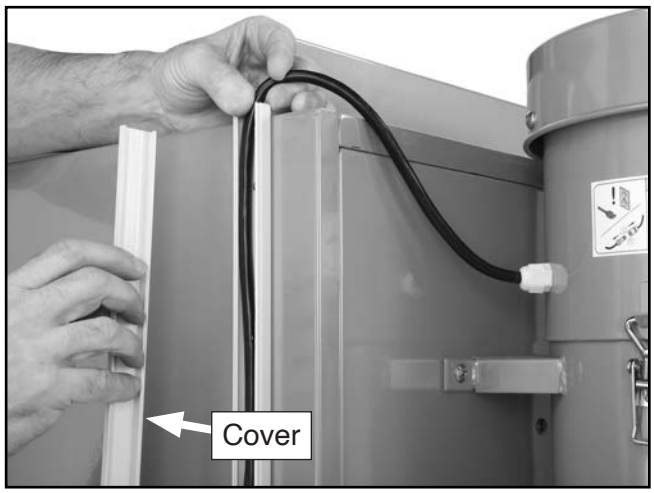

Figure 22. Dust collector power cord installation.
25. Install dust collector power cord in plastic raceway and snap cover in place, as shown in **Figure 22.**